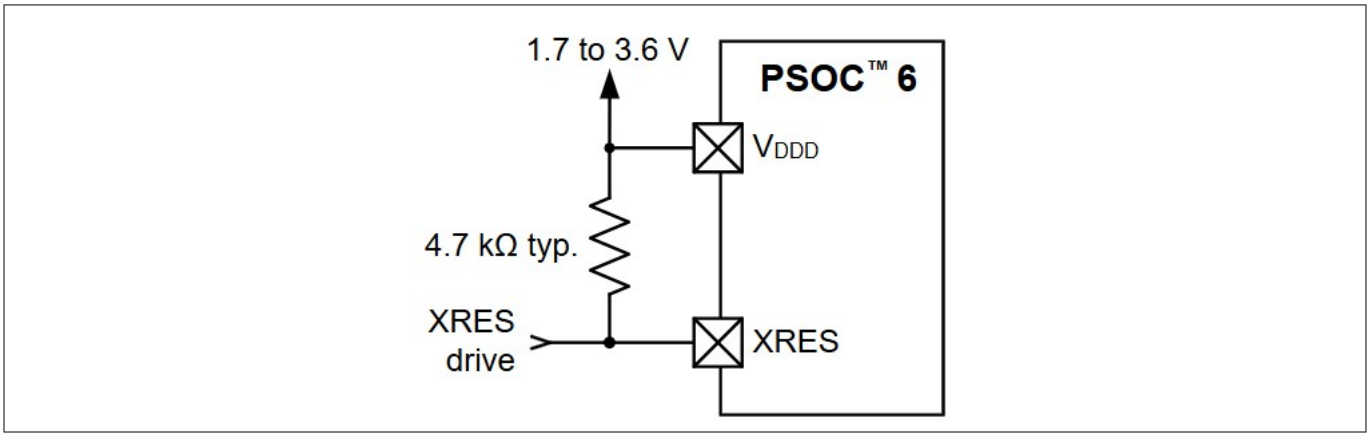

Figure 5 XRES connection diagram
- External reset dedicated pin (XRES) to reset the device using an external source. The XRES pin is active low. It can be connected either to a pull-up resistor to V_{DDD}, or to an active drive circuit, as Figure 5 shows. If a pull-up resistor is used, select its value to minimize current draw when the pin is pulled low; 4.7 kΩ to 100 kΩ is typical.